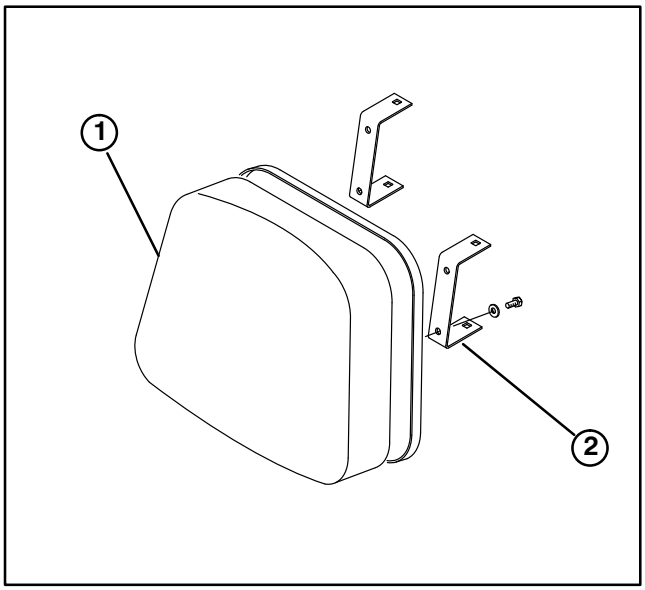

Figure 5
INSTALL SEAT BACK CUSHIONS, MANUAL TUBE AND BED SUPPORT (Fig. 5 − 7)
1. Mount (2) seat back brackets to each seat back cushion with (4) 1/4−20 x 3/4" lg. capscrews and 1/4" flat washers. Position brackets on seat back cushions as shown in figure 5.